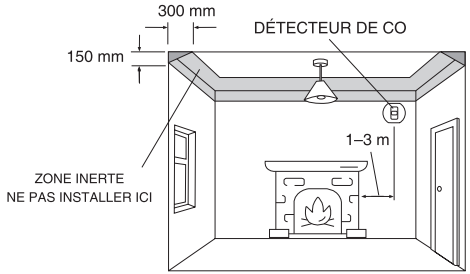
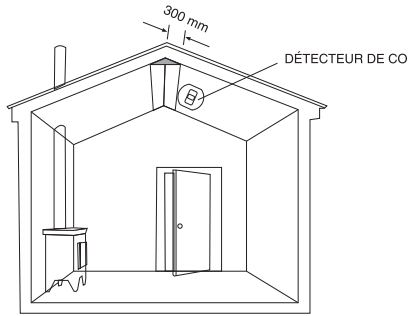

Figure 1: Installation dans une pièce comprenant un appareil de chauffage consommant du combustible
Figure 2: Dans des pièces avec toit en pente, le détecteur de CO doit être placé à l'endroit le plus élevé de la pièce
1. Installation d'un détecteur de monoxyde de carbone dans une pièce avec un appareil à combustion (voir Figure 1 et Figure 2):
- Dans les pièces avec des plafonds en pente, le détecteur de CO doit être situé du côté haut de la pièce (voir Figure 2).